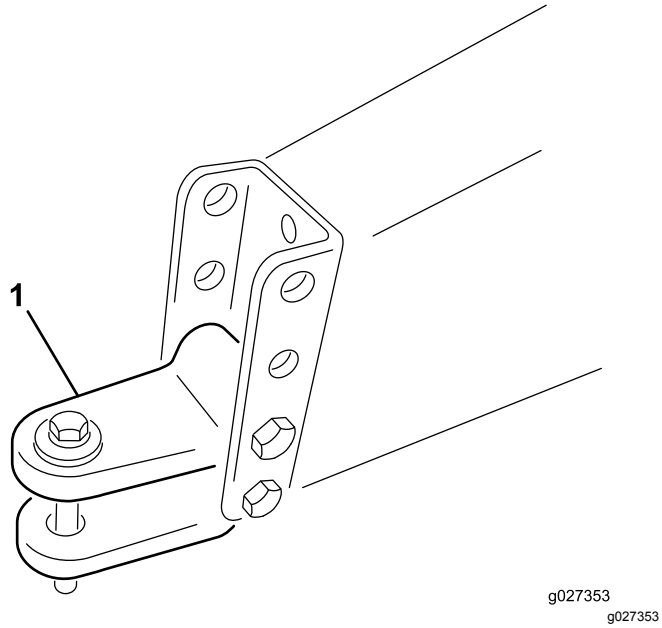

Figura 6
A. Retire los pernos y las contratuercas que sujetan la horquilla de enganche (Figura 6) al bastidor de la máquina.